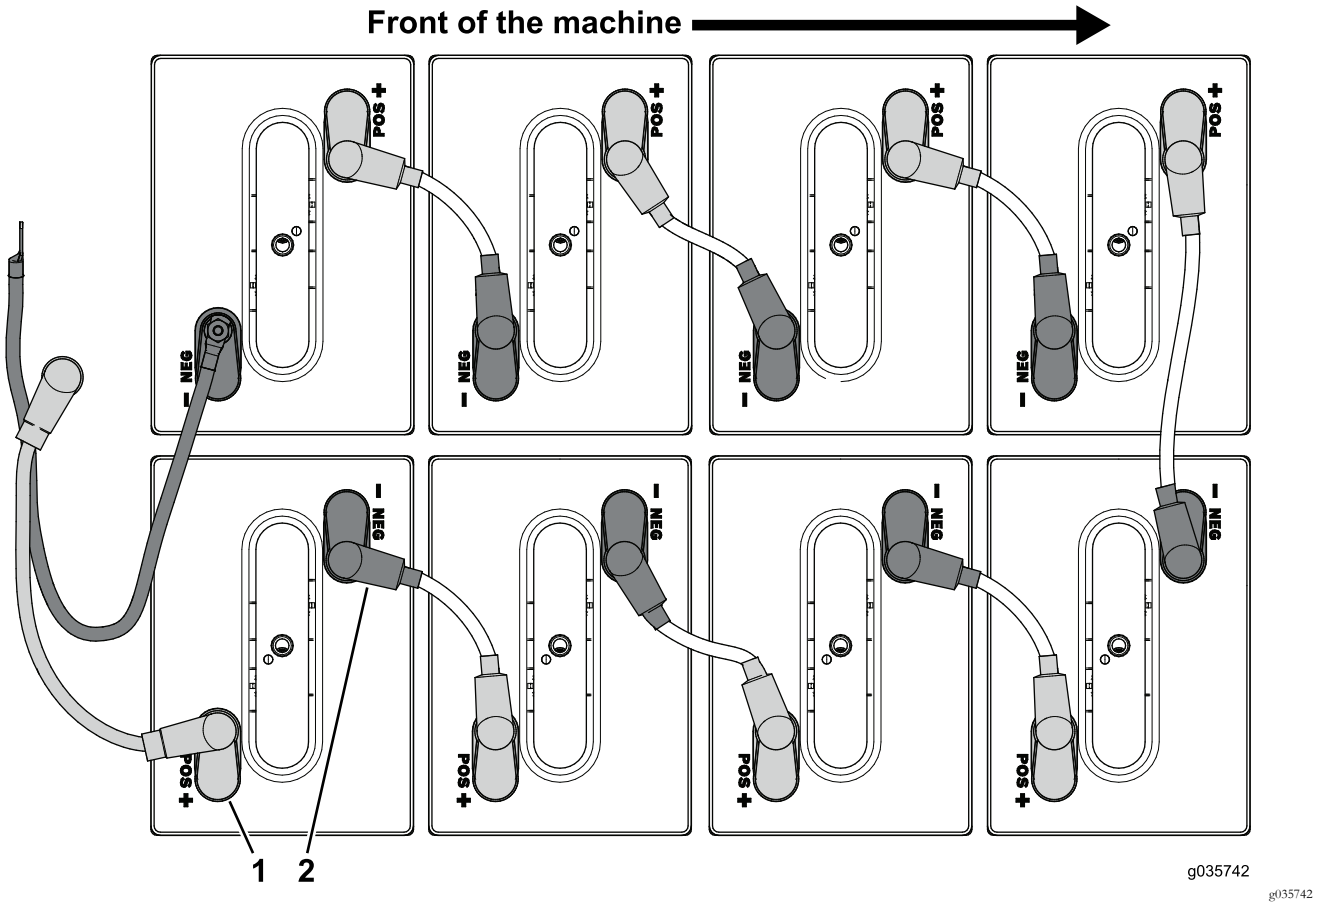

Figur 57
3. Kobl batterikablerne fra pluspolen (+) på batterierne i den forreste batteribakke (Figur 57).
4. Kobl batterikablerne fra minuspolen (–) på batterierne i den forreste batteribakke (Figur 57).